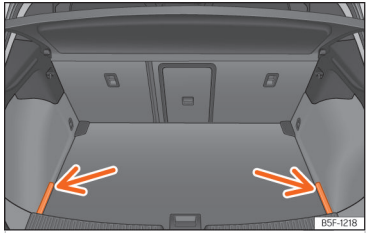

**Fig. 177** In the boot: covers for storing the rear shelf.
- Remove the left and right covers ››› Fig. 177.